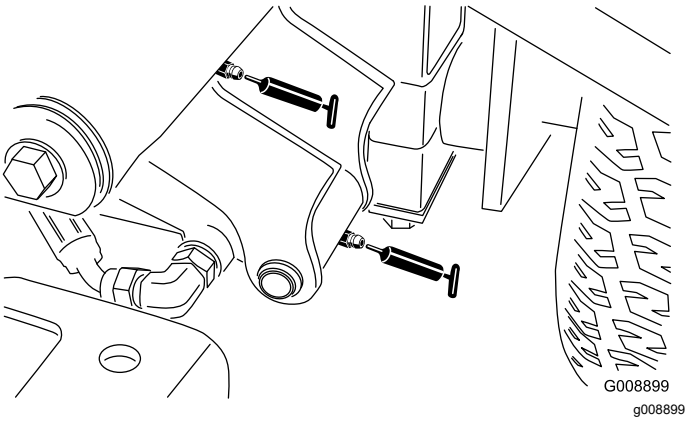

**Figur 61**
- Den främre vänstra lyftarmens svängpunkt och lyftcylinder (två nipplar – Figur 61)